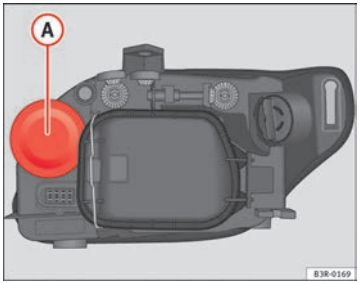

Abb. 205 Glühlampe für Blinklicht
– Nehmen Sie die Gummikappe ⇒Abb. 205 durch Ziehen ab.